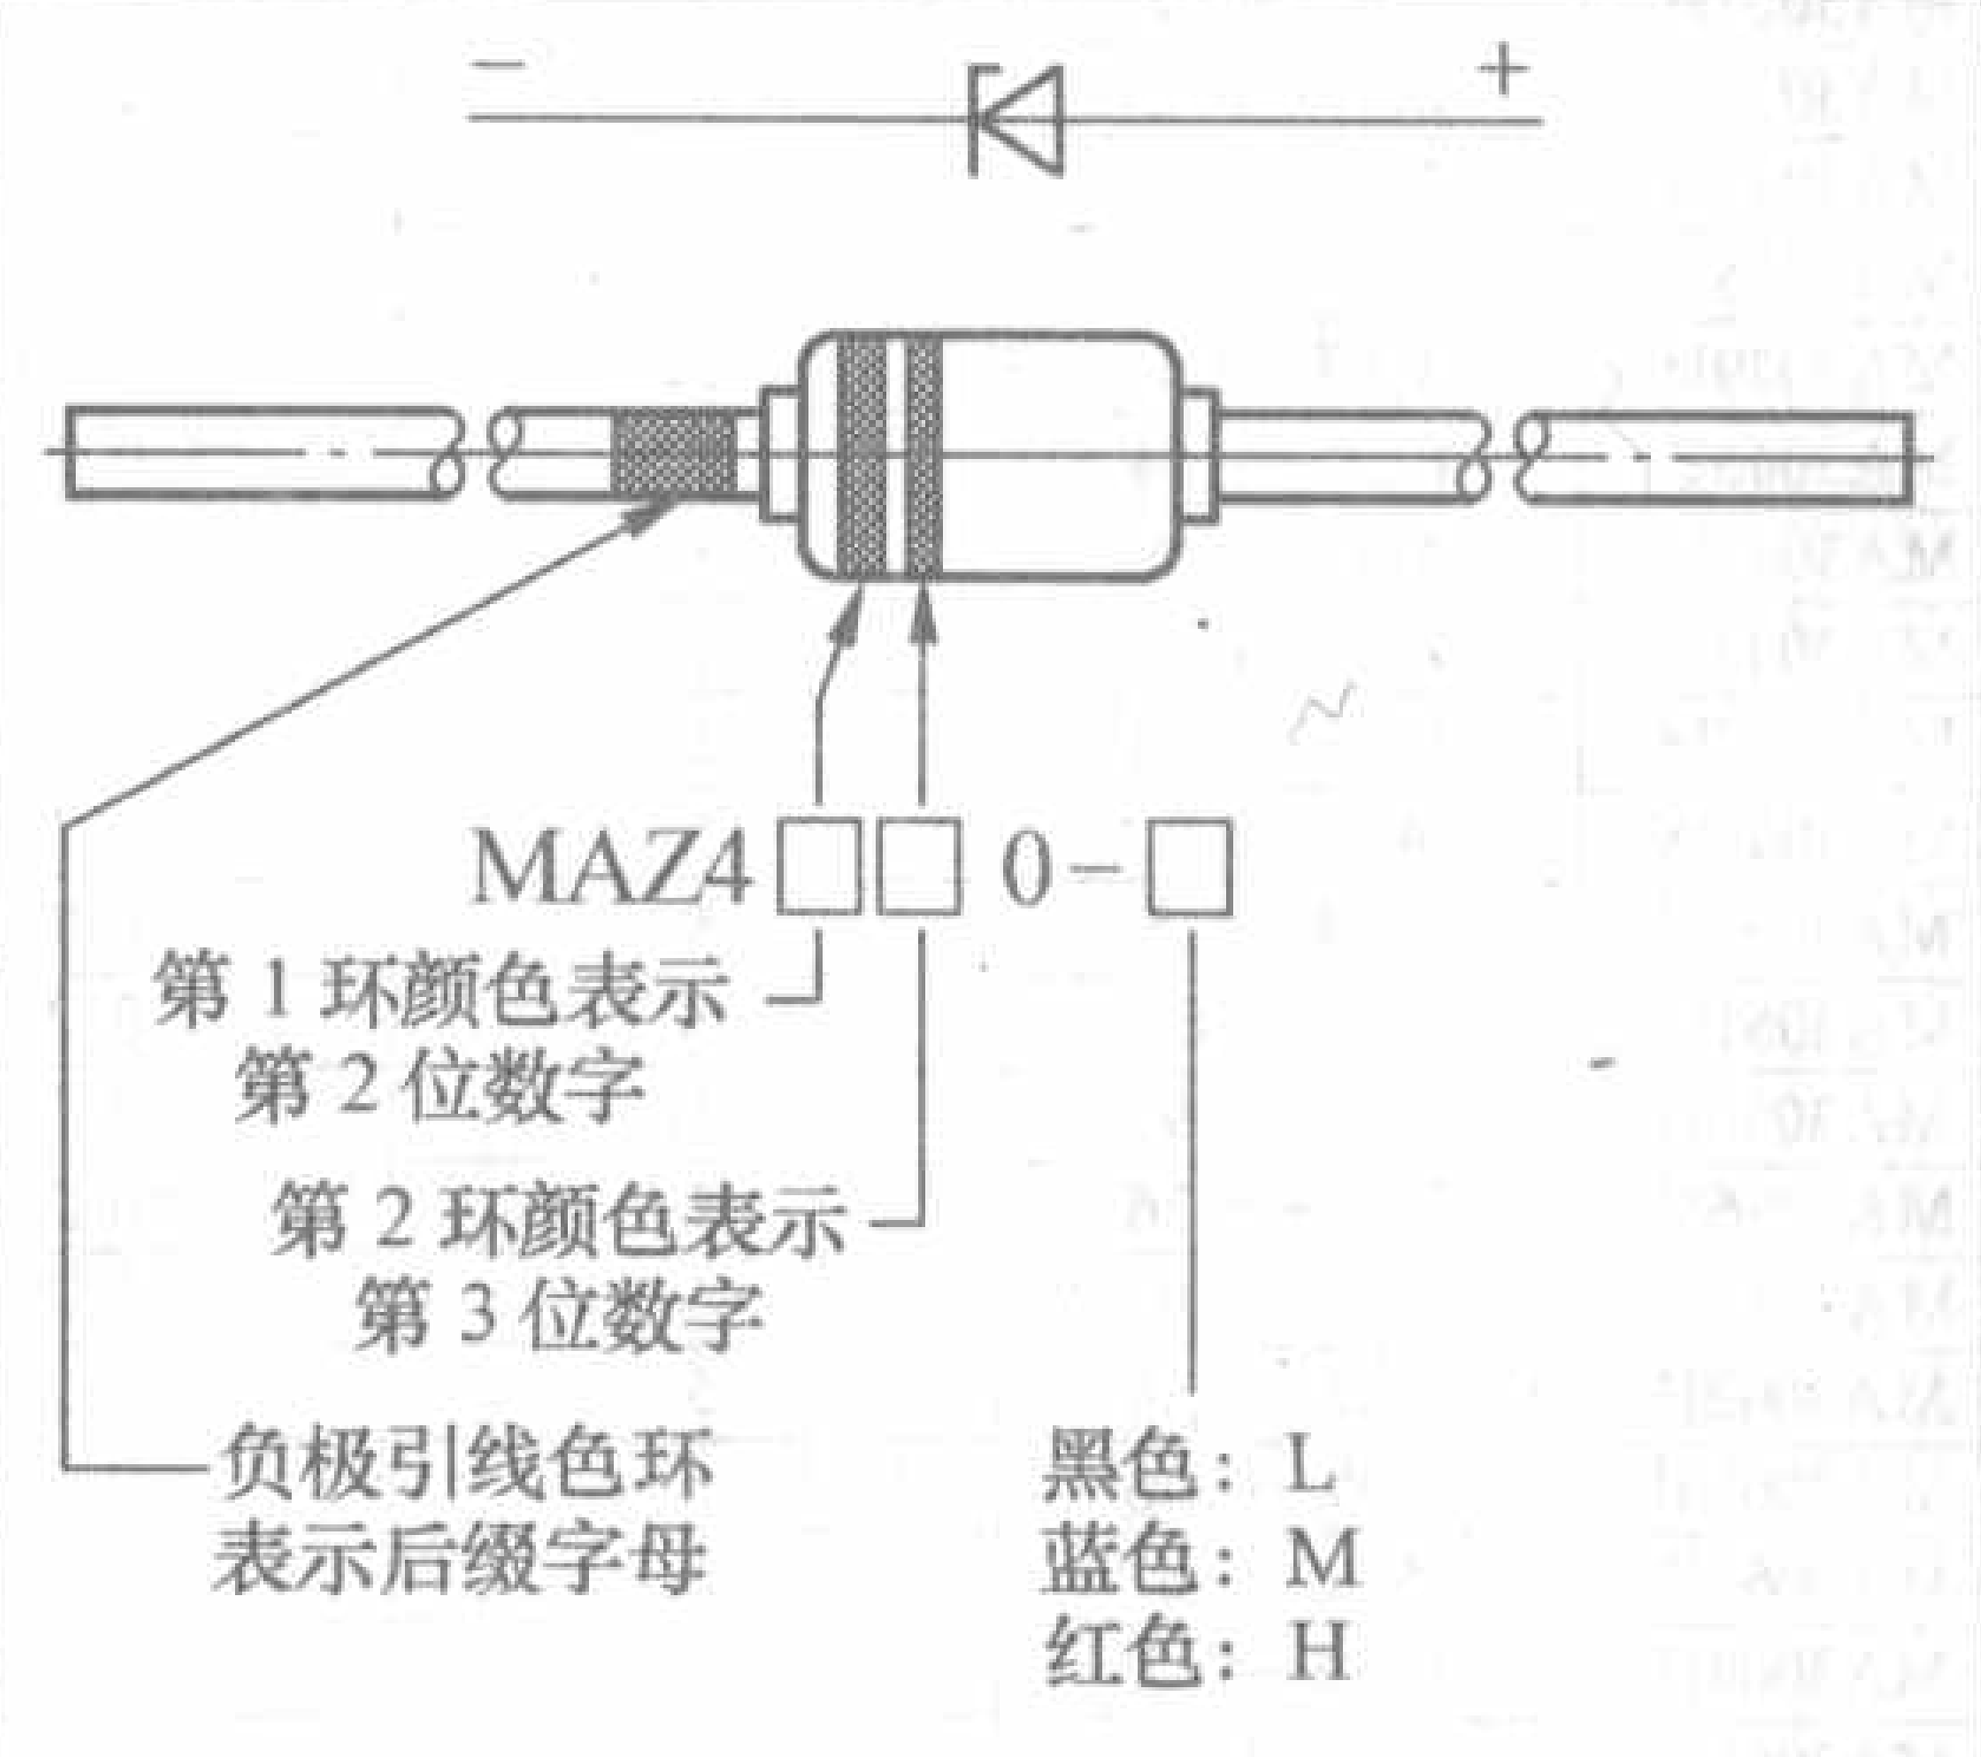

图1
1.管身上仅有2道色环的（见图1），其中第1环表示型号左起第2位上的数字，第2环表示型号第3位上的数字，型号的第4位数字为0。负极引线处的一道色环，仅有黑、蓝、红3种颜色，分别代表后缀字母L、M与H。
1.仅有2道色环的（如图1所示，但负极引线无色环或为蓝色环），标称稳定电压为两位数，即几十几伏。其中第1环表示电压十位上的数值，第2环表示个位上的数值。如：第1、2环颜色依次为橙，白，则为39V。